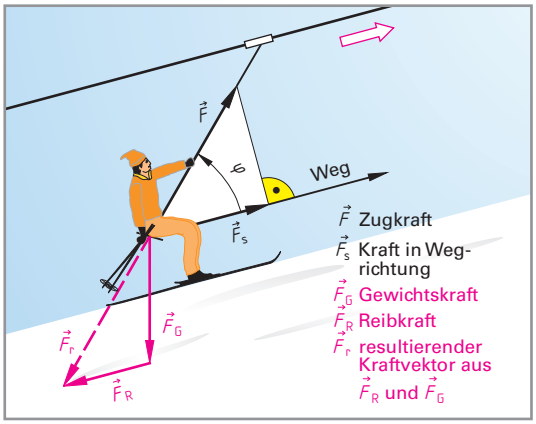

Bild 1: Kräfte bei einem Schlepplift
Darstellung von Kräften. Die Kraft ist ein Vektor, der durch den Pfeil $\vec{F}$ (sprich: Vektor F) dargestellt wird **(Bild 1)**. Die Länge des Pfeils gibt $|\vec{F}| = F$ (sprich: Betrag des Vektors F) an, die Pfeilrichtung gibt die Wirkungsrichtung. Bei der Addition hängt man die Kraftvektoren unter Berücksichtigung ihrer Richtung aneinander (siehe Mathematik für Elektroniker, Ausgabe I).
Die Einheit der Arbeit ist das Newtonmeter (Nm) mit dem besonderen Einheitennamen Joule[1] (J). Liegen Kraft und Weg nicht auf derselben Geraden, so wird zur Berechnung der Arbeit nur die Teilkraft in Wegrichtung berücksichtigt (Bild 1).